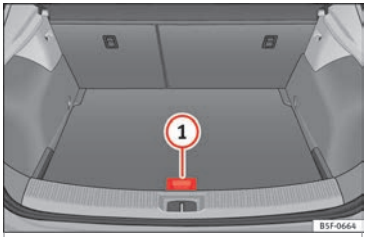

Fig. 178 Maletero: piso variable
- Levante el piso variable por el asidero ››› **fig. 178** (1), tire de él y empuje hacia el respaldo de los asientos posteriores hasta que la parte móvil del piso repose sobre el mismo.